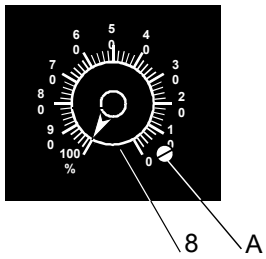

Rys. 19 Pokrętło regulacji długości skoku
5. Wykręcić wkręt blokujący (A) z pokrętła regulacji długości skoku (8), posługując się śrubokrętem. Patrz rys. 19.
10. Włożyć wkręt blokujący (A) i dokręcić delikatnie, posługując się śrubokrętem.